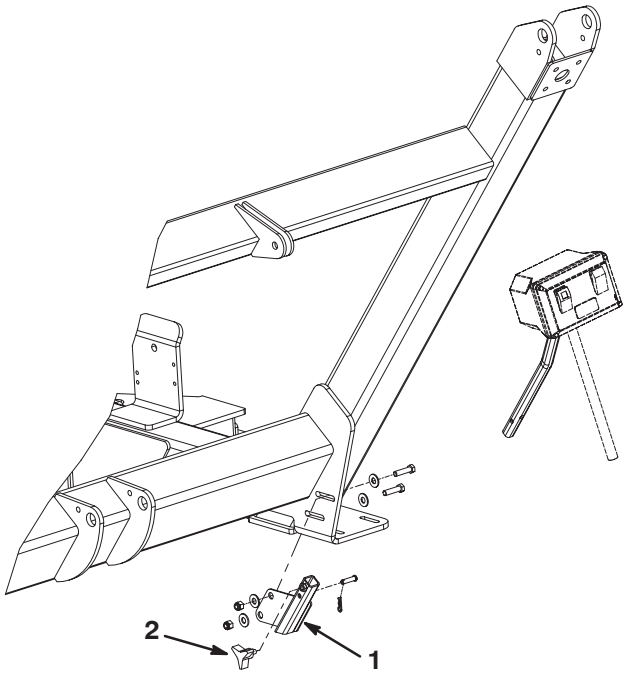

**Figure 10**
1. Montez l'ensemble récepteur sur le support du châssis de la balayeuse avec (2) vis 3/8–16 x 1/2 pouce, (4) rondelles et (2) écrous. Positionnez les composants comme illustré à la Figure 10.
2. Insérez le tube de l'ensemble support dans le récepteur et fixez-le avec un axe de chape et une goupille fendue (Fig. 10).
3. Vissez le bouton dans le récepteur pour serrer le tube (Fig. 10).